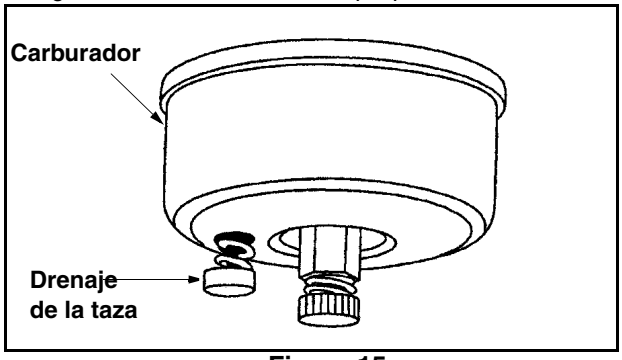

Figura 15
3. Drene el carburador presionando hacia arriba el drenaje de la taza, ubicado debajo de la cubierta del carburador. Ver Figura 15 .